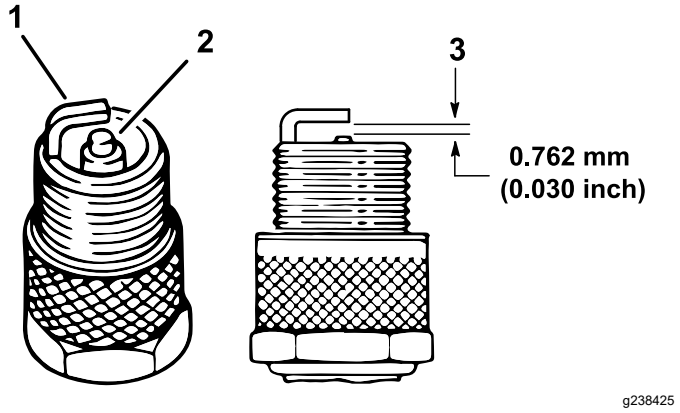

Figur 34
4. Kontrollera att inte sidoelektroden, mittelektroden och mittelektrodsisolatorn är skadade (Figur 34).
5. Kontrollera att luftgapet mellan mitt- och sidoelektroderna är 0,762 mm. Se Figur 34.